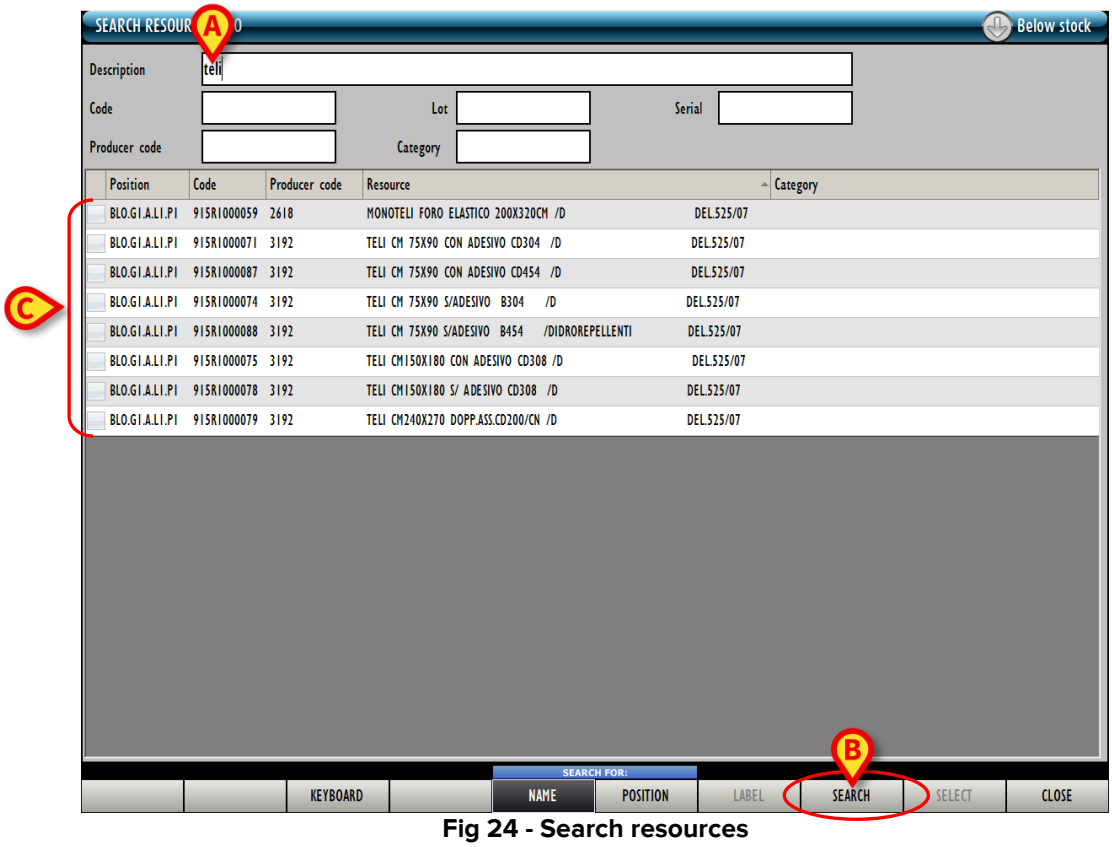

Fig 24 - Search resources
Use the **Search** button to access the system’s search functionalities (described in section 22). Click this button to open the screen shown in Fig 24.
The "Search" screen opens (Fig 24). This screen is described in section 22.
- Insert the resource available data in the search fields (Fig 24 **A**).
- Click the **Search** button on the command bar (Fig 24 **B**).
The list of resources whose data match those specified is displayed on screen (Fig 24 **C**).